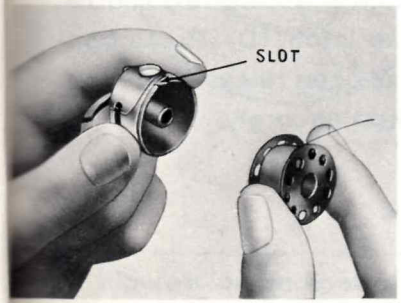

Fig. 9
Step 1 (illustrated in Fig. 9). Hold bobbin case between thumb and forefinger of left hand, so that the slot in the edge of the bobbin case is on top, take the bobbin between thumb and forefinger of right hand so that the thread on top leads from left to right.